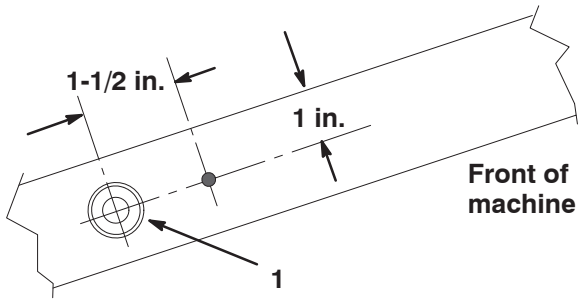

Figure 3
4. On the right front corner of the traction unit frame, measure 1-1/2 inches forward from the center of the reel motor storage tube (Fig. 3). Mark and drill a 9/32 in. dia. hole through one wall of the frame tube.